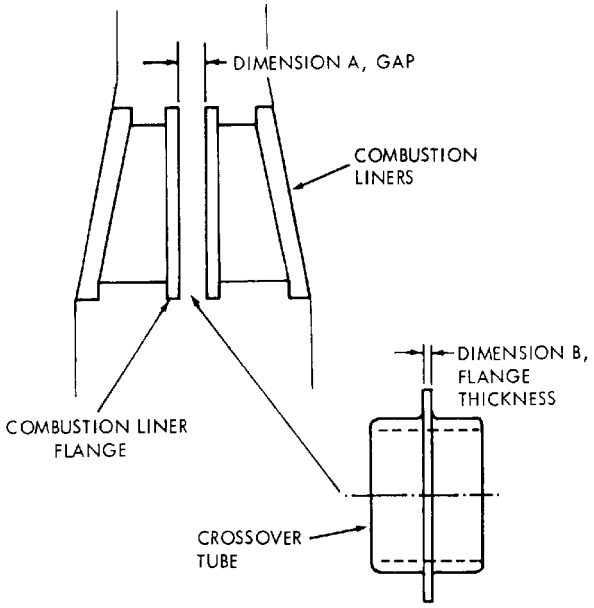

Figure 5. Crossover Tube Gap and Flange Dimensions
c. Measure and record dimension “A” (figure 5) at each combustion liner with thickness gage. (QA).
d. Measure and record crossover tube flange thickness “B” with micrometer. (QA).
e. Subtract “B” from “A” to obtain required spacer thickness. (QA).